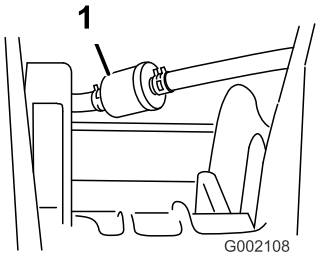

**Figure 37**
3. Remove the clamps securing the fuel filter to the fuel lines (Figure 37), as follows: